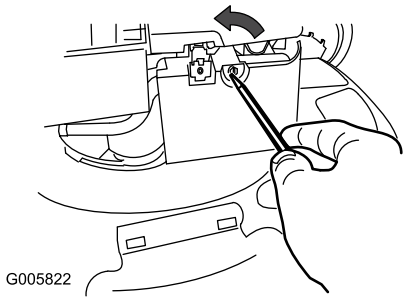

Bild 20
1. Öffnen Sie die Luftfilterabdeckung mit einem Schraubenzieher (Bild 20).